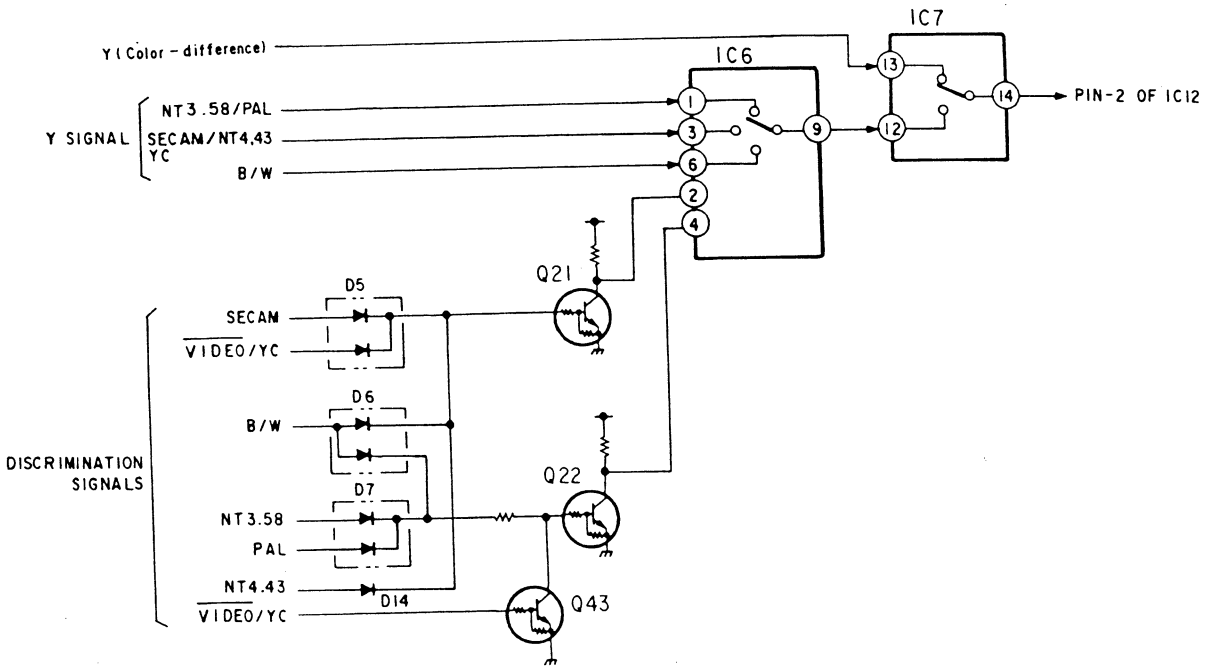

Fig. 1-1.
Chroma signal of NTSC3.58/PAL is output from pin ⑮ of a comb-filter (IC10). Then enters to pin ⑬ of IC1. In SECAM/NTSC4.43 or YC modes of operation, chroma signal enters to pin ⑫ or pin ① of IC1, respectively. Chroma signal is output from pin ⑮ of IC1, then passes band-pass filters as shown in Fig. 1-1.